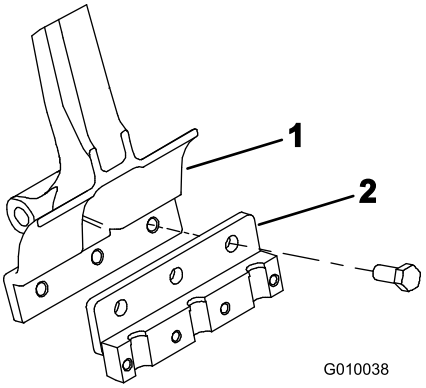

Figuur 22
2. Monteer een tandhouder op elke arm met behulp van 3 bouten (1/2 x 1-1/4 inch) (Figuur 22). Draai de borgmoer aan tot 101,6 Nm.